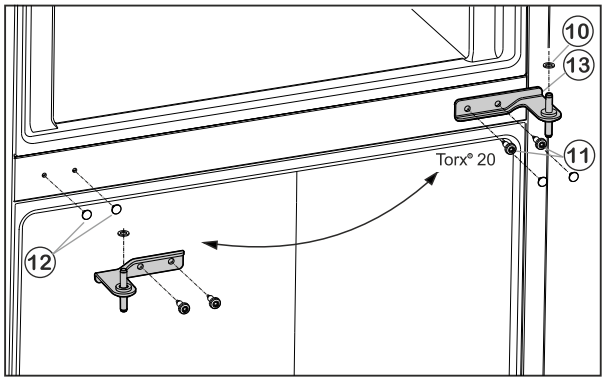

Fig. 6
▶ Sejměte opatrně kryty *Fig. 6 (12)* a na protější straně je opět nasaďte.